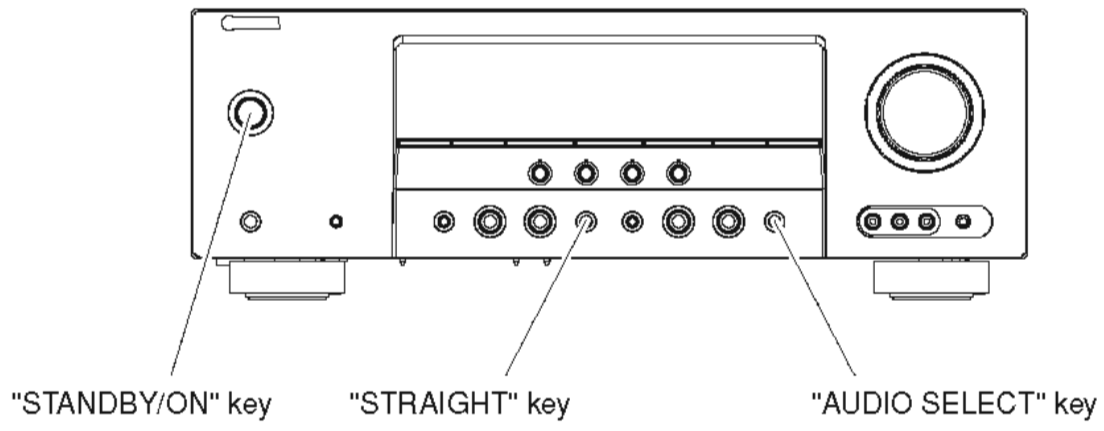

Fig. 4
2. Press the “STANDBY/ON” key while simultaneously pressing the “STRAIGHT” and “AUDIO SELECT” keys. (Fig. 4)
2. “STRAIGHT”キーと“AUDIO SELECT”キーを押しながら、“STANDBY/ON”キーを押し、ダイアグを起動します。（Fig. 4）